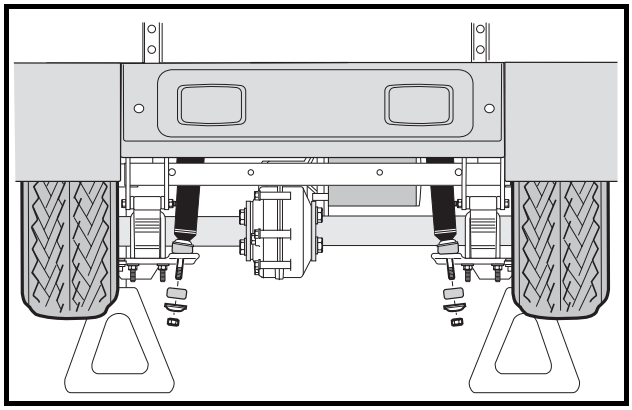
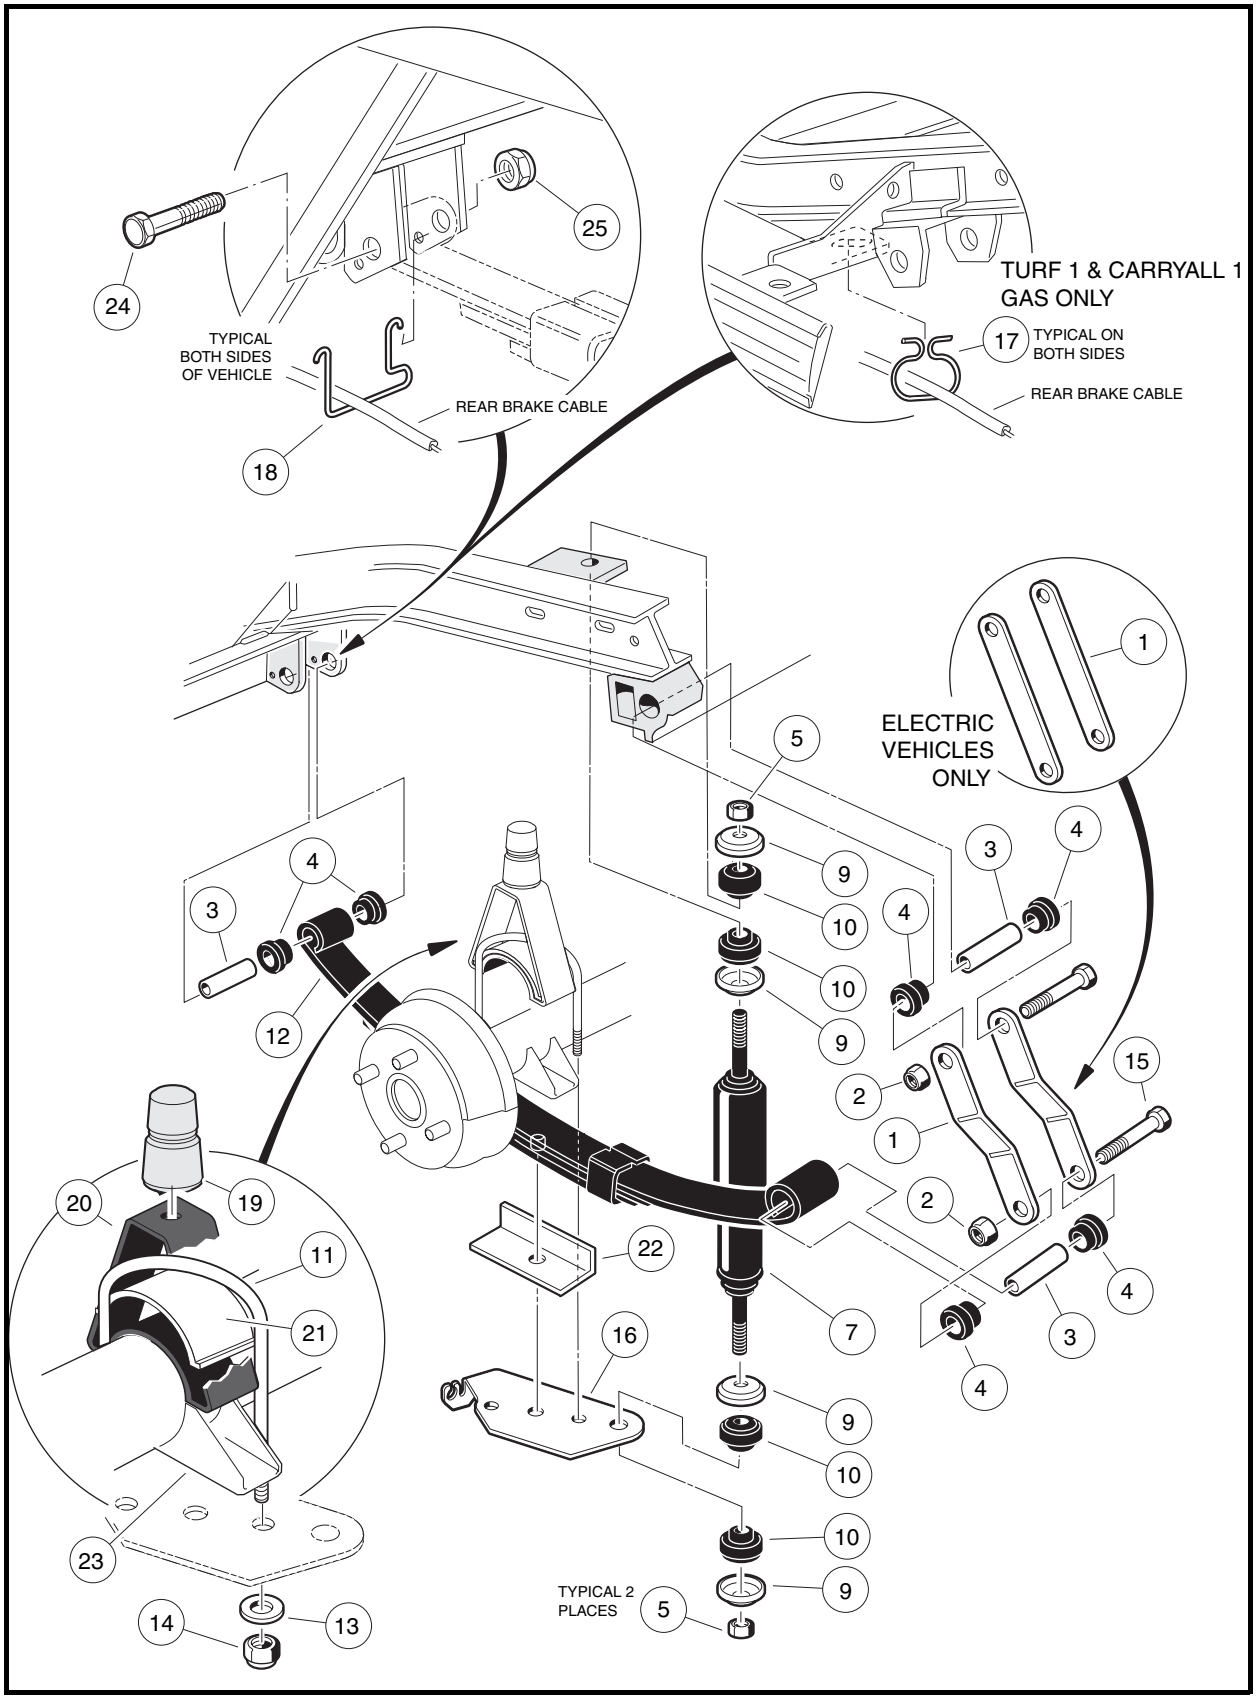
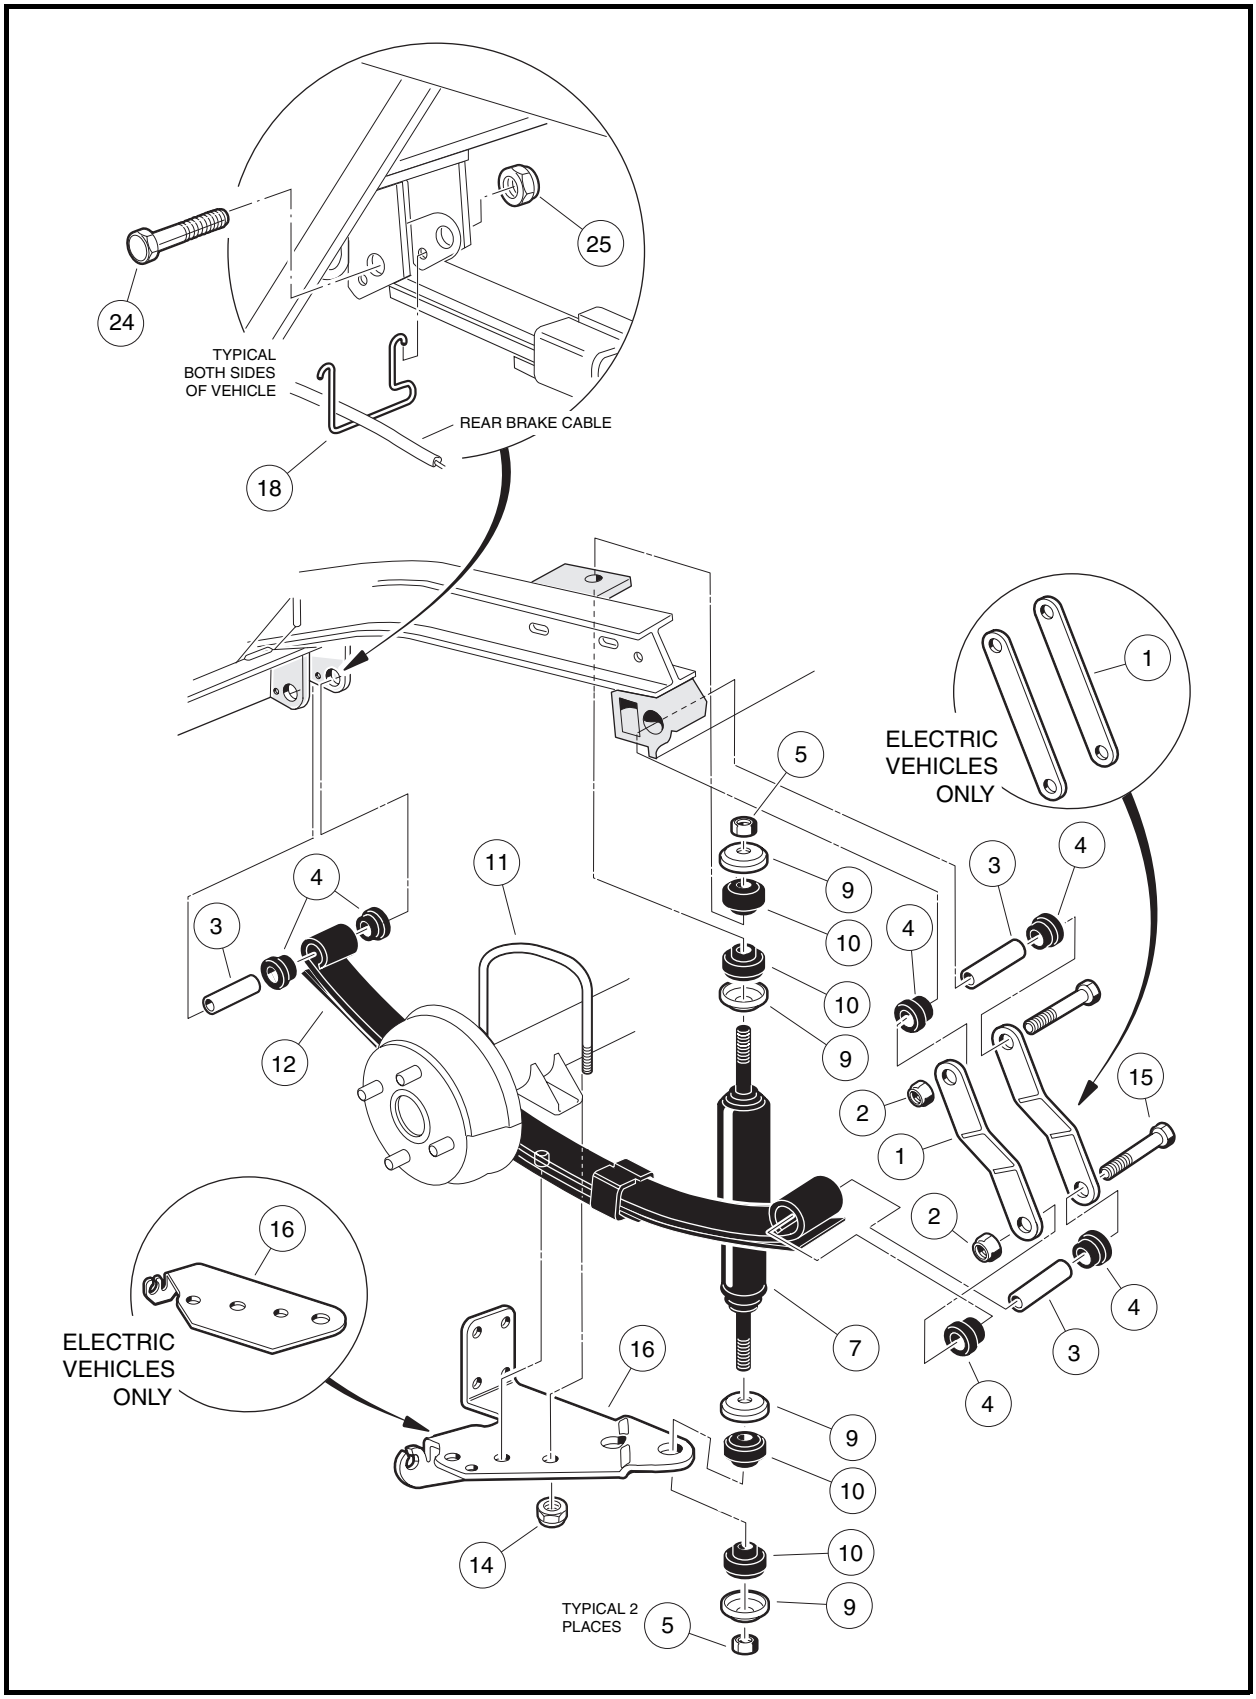

Figure 8-1 Shock Absorber Removal
Figure 8-3 Rear Suspension – Turf 1 and Carryall 1 Vehicles
Figure 8-4 Rear Suspension – All Turf and Carryall Vehicles Except Turf 1 and Carryall 1
1. Check shock absorbers (7) for damage and fluid leakage around the lower housing of the shock absorber body. Replace damaged or leaking shock absorbers **(Figure 8-3, Page 8-4 or Figure 8-4, Page 8-5)**.
2. To remove a shock absorber (7), remove the nut (5), cup washer (9), and rubber bushing (10) from the upper shock absorber stem.
3. Remove lower mounting hardware (5, 9 and 10) on shock absorber lower mount **(Figure 8-3, Page 8-4 or Figure 8-4, Page 8-5)**. **See also Figure 8-1, Page 8-1.**
2. On the upper shock absorber mount, tighten nut (5) until rubber bushing (10) expands to size of cup washer (9) **(Figure 8-3, Page 8-4 or Figure 8-4, Page 8-5)**.
3. On the lower shock absorber mount, install mounting hardware. Tighten the nut (5) until the rubber bushing (10) expands to the same diameter as the cup washer.
NOTE: *Turf 1 and Carryall 1 vehicles are equipped with jounce bumpers **(Figure 8-3, Page 8-4)**.*
5. Remove lower nut (5), cup washer (9), and rubber bushing (10) from shock absorber (7) **(Figure 8-3, Page 8-4 or Figure 8-4, Page 8-5)**.
6.1. Remove the lock nuts (14) and flat washers (13) (if present) attaching the U-bolt (11) to the shock mount bracket (16). Remove jounce bumper mount (20) and spacer (21) **(Figure 8-3, Page 8-4)**.
6.2. Allow shock mount bracket (16) to rotate downward and remove spring retainer (22). Do not disconnect brake cable from bracket **(Figure 8-3, Page 8-4)**.
7. **All Turf and Carryall vehicles except Turf 1 and Carryall 1:** Remove the lock nuts (14) attaching the U-bolt (11) to the shock mount bracket (16). Do not disconnect brake cable from bracket **(Figure 8-4, Page 8-5)**.
8. Raise axle with floor jack until axle saddle (23) is 1 inch (2.5 cm) above spring **(Figure 8-3, Page 8-4)**.
9. Remove bolt (15) and lock nut (2) attaching the leaf spring (12) to the rear shackle (1) **(Figure 8-3, Page 8-4 or Figure 8-4, Page 8-5)**.
10. Allow rear of leaf spring (12) to rest on the ground and remove the bolt (24) and lock nut (25) attaching the front of the spring to the vehicle frame **(Figure 8-3, Page 8-4 or Figure 8-4, Page 8-5)**. Remove spring from vehicle.
11. Inspect the rubber bushings (4) and steel sleeves (3) in the spring eyes and replace them if they are worn or damaged **(Figure 8-3, Page 8-4 or Figure 8-4, Page 8-5)**.
1. Install rubber bushings (4) and steel sleeves (3) into leaf spring eyes if bushings were removed **(Figure 8-3, Page 8-4 or Figure 8-4, Page 8-5)**.
2. Place front of leaf spring (12) into vehicle frame and insert bolt (24) through frame and leaf spring eye. Install lock nut (25) and tighten to 15 ft-lb (20.3 N·m).
3. Align the other end of leaf spring with the holes in the spring shackles (1). Insert bolt (15) through leaf spring eye and shackles. Install lock nut (2) and tighten to 15 ft-lb (20.3 N·m). Lower transaxle onto leaf spring (12). **See following CAUTION.**
- **When placing transaxle on spring, be sure to position locating bolt on the spring in the locating hole in the transaxle saddle (23) (Figure 8-3, Page 8-4).**
4.1. Install spring retainer (22) and shock mount bracket (16) onto locating bolt at bottom center of leaf-spring **(Figure 8-3, Page 8-4)**. **See preceding CAUTION.**
4.2. Position jounce bumper mount (20) with spacer (21) onto axle tube. Install U-bolt (11), flat washers (13) (if present), and lock nuts (14). Tighten U-bolt to 25 ft-lb (34 N·m) **(Figure 8-3, Page 8-4)**.
5. **All Turf and Carryall vehicles except Turf 1 and Carryall 1:** Install shock mount bracket (16) onto locating bolt at bottom center of leaf-spring **(Figure 8-4, Page 8-5)**. **See following NOTE.**
5.1. Install U-bolt (11) and lock nuts (14). Tighten U-bolt to 25 ft-lb (34 N·m) **(Figure 8-4, Page 8-5)**.
1. Grip jounce bumper (19) and pull from bumper mount (20) **(Figure 8-3, Page 8-4)**.
1. Insert jounce bumper (19) into bumper mount (20) **(Figure 8-3, Page 8-4)**. Make sure the entire circumference of bumper is seated firmly in mounting hole.